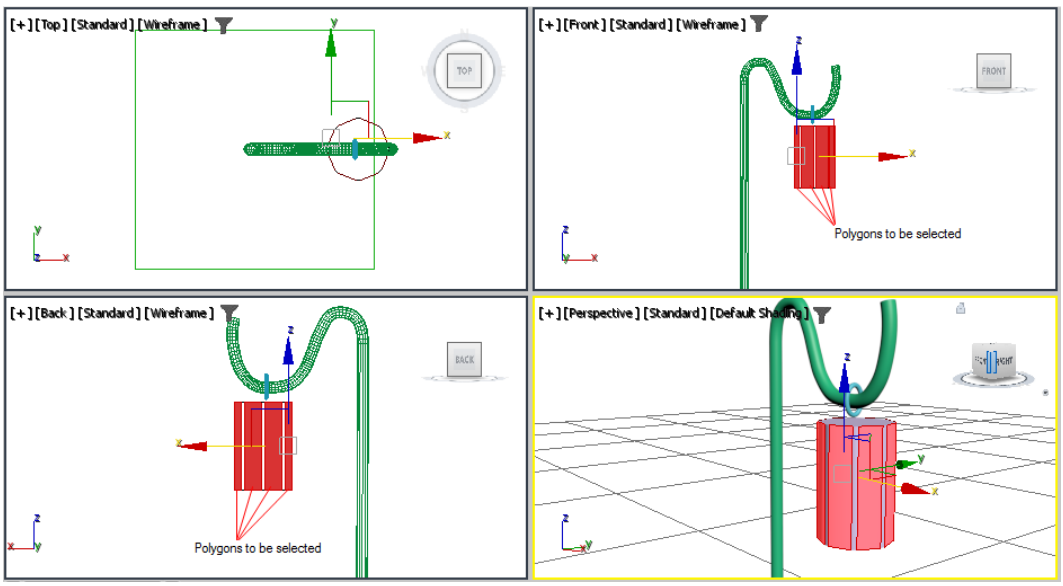

Figure 5-33 *The selected polygons between chamfered edges*
8. Select the **Polygon** sub-object level from the **Selection** rollout and then select all polygons between the chamfered edges, as shown in Figure 5-33.